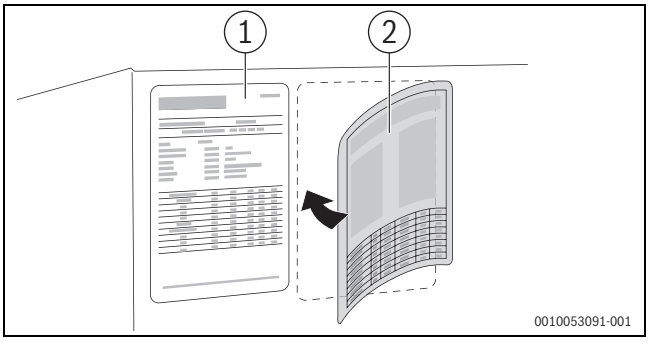

*Fig. 30 Actualizați plăcuța de tip la conversia la **varianta LowNOx***
- Lipiți plăcuța de tip furnizată **aproape** de cea existentă (→Fig. 30, [2]).